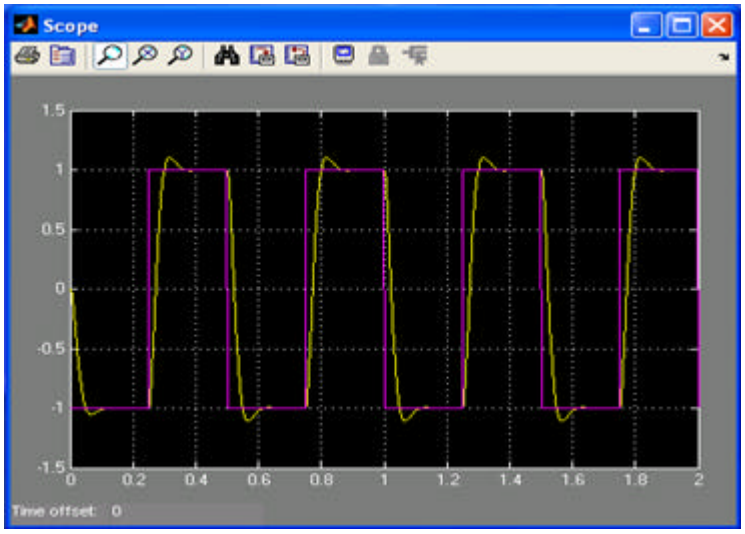

Figura 2.3: Resultados de la simulación de un sistema de 2º orden para entrada de una onda cuadrada.
- Corra la simulación haciendo click en el ícono triangular y ajuste la pantalla del osciloscopio con la opción *autoscale*. Usted obtendrá una gráfica similar a la mostrada en la figura 2.3.